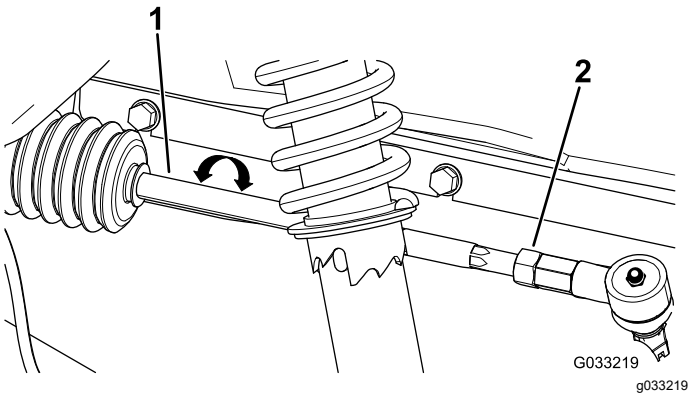

Figur 55
2. Om måttet inte hamnar inom 0–6 mm ska du lossa kontramuttrarna i den yttre änden av dragstängerna (Figur 55).